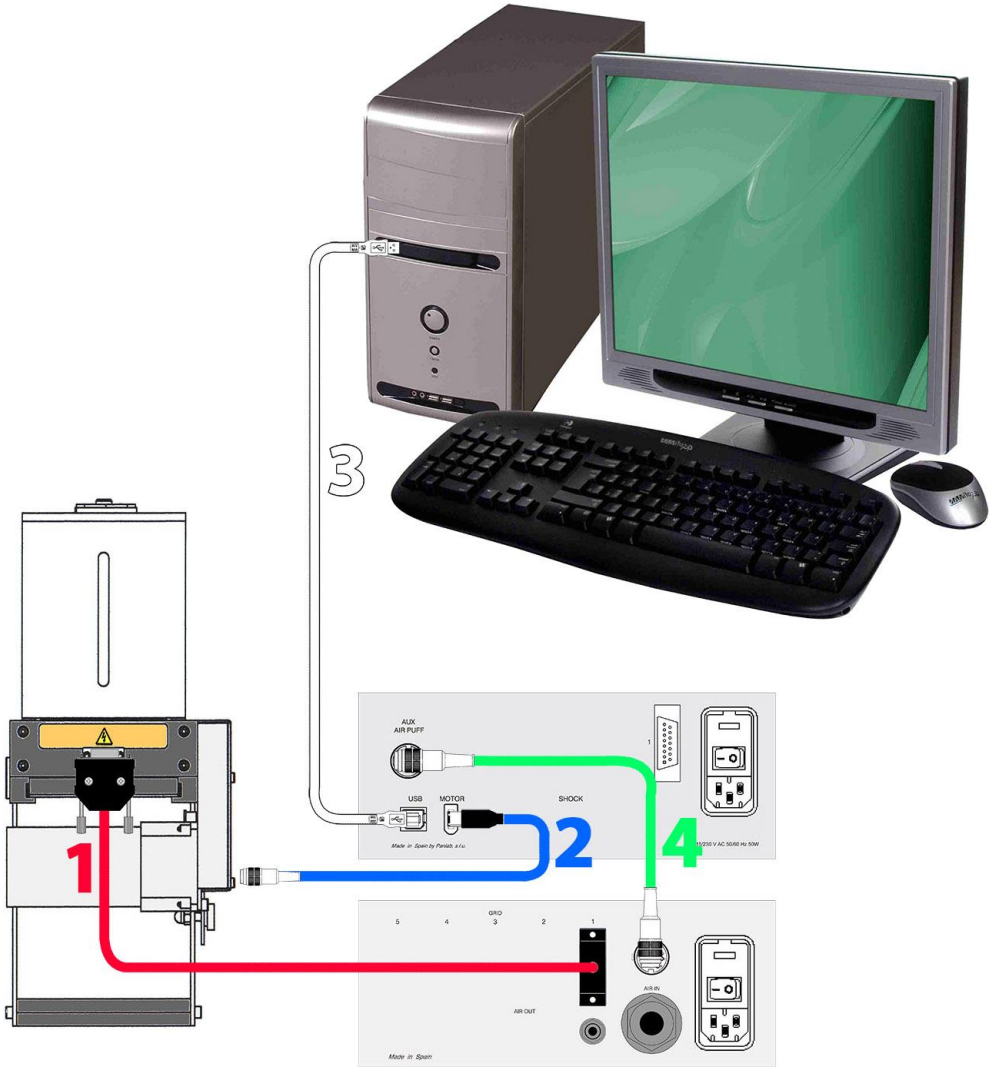
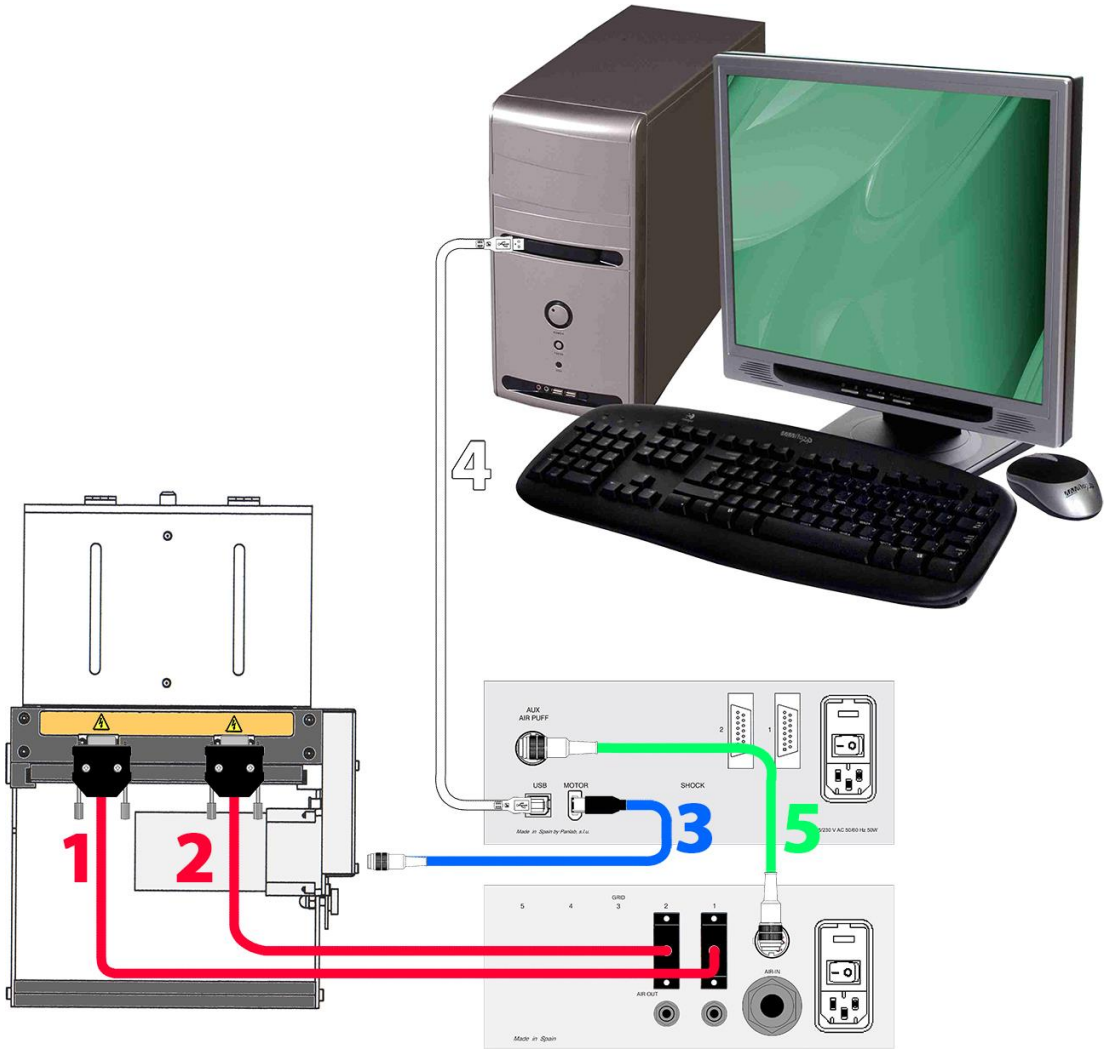
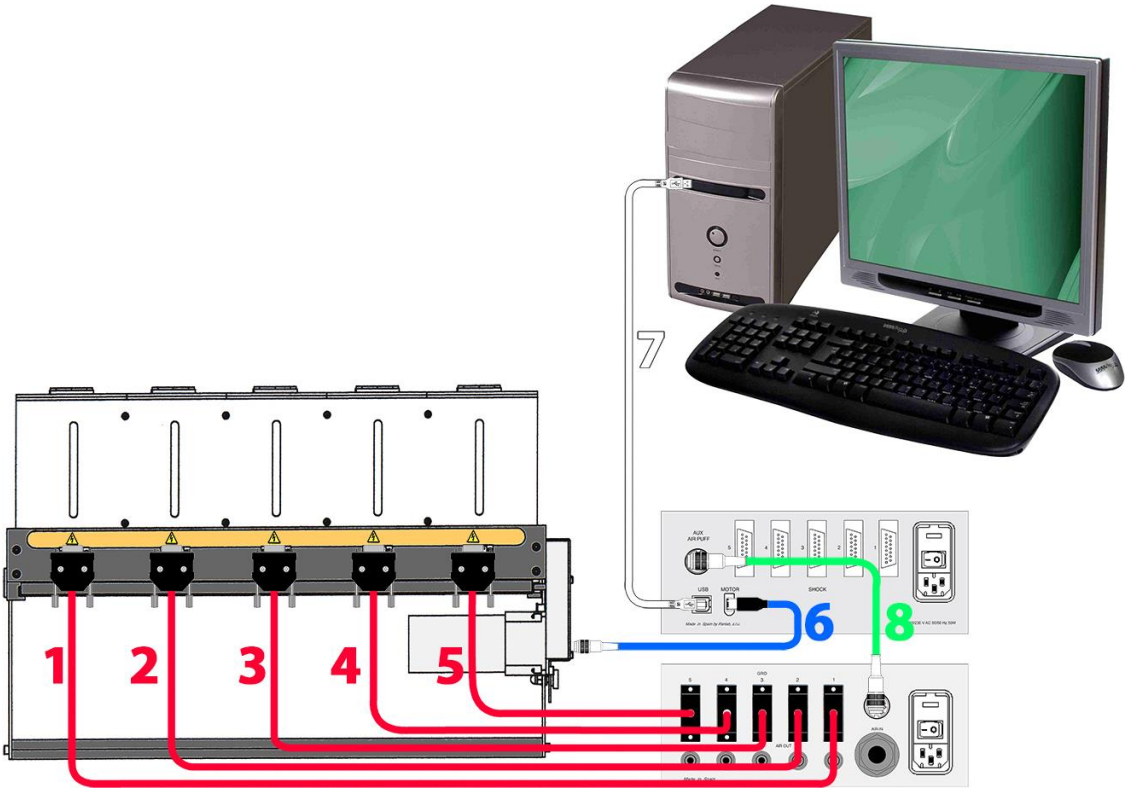

Figura 11. Conexiones eléctricas para 1 canal.
Figura 12. Conexiones eléctricas para 2 canales.
Figura 13. Conexiones eléctricas para 5 canales.
1) Conecte los cables DB15 a DB9 entre las rejillas del **Treadmill** y a los conectores GRID del **Air Puff** control (vea la Figura 11, Figura 12 o Figura 13 dependiendo del número de canales).
6) Conecte ambas unidades de control (**Treadmill TS** y **Air Puff**) con el cable AUX (vea la Figura 11, Figura 12 o Figura 13 dependiendo del número de canales).